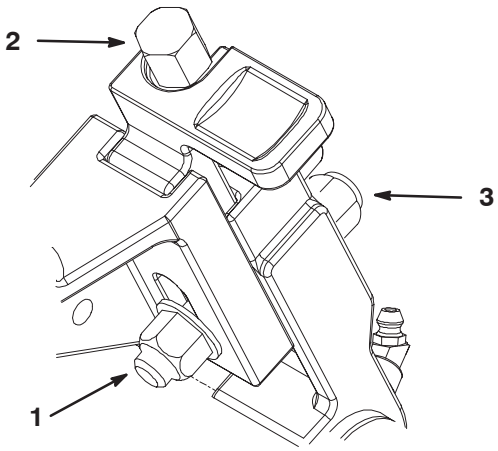

Figure 45
3. Loosen the lock nut that retains the groomer depth (Fig. 45).
5. On one end of the groomer reel, measure the distance from the lowest tip of the groomer blade to the working surface. Turn height adjustment screw (Fig. 45) to raise or lower the groomer blade tip to the desired height.
7. Tighten the (2) lock nuts locking the adjustment (Fig. 45).